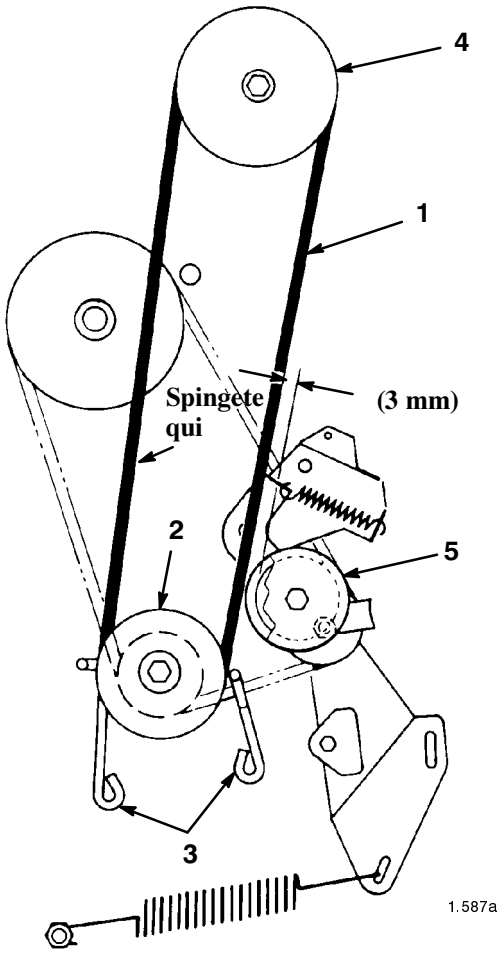

Figura 27
12. Montate la cinghia come riportato nella Figura 27, e controllate la luce fra la superficie esterna della cinghia e la superficie interna della puleggia tendicinghia (Fig. 27). La luce deve essere di 3 mm circa.